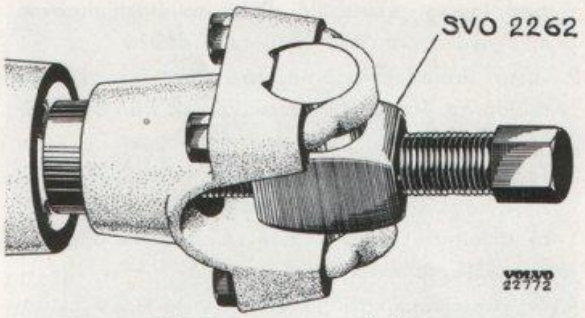

Bild 5-5. Demont. av medbringare
2. Tag bort muttern för medbringaren. Använd därvid nyckel SVO 2409 som mothåll. Drag av medbringaren med SVO 2262, se bild 5-5. Tag bort den gamla tätningsringen med SVO 4030, bild 5-6.
8. Tag bort muttern för medbringaren (22). Använd därvid nyckel SVO 2409 som mothåll. Drag av medbringaren med avdragare SVO 2262, se bild 5-5. Pressa ut pinjongen (28).